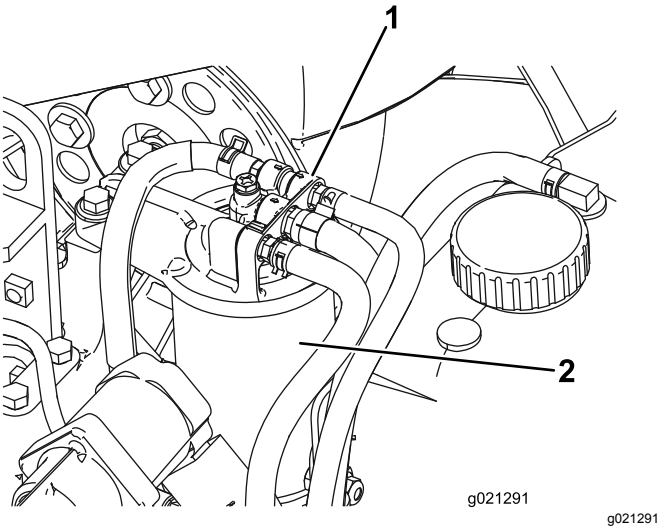

**Figuur 78**
1. Maak de omgeving van de kop van het brandstoffilter schoon (Figuur 78).
2. Verwijder het filter en reinig het filterkopplaatsingsoppervlak (Figuur 78).